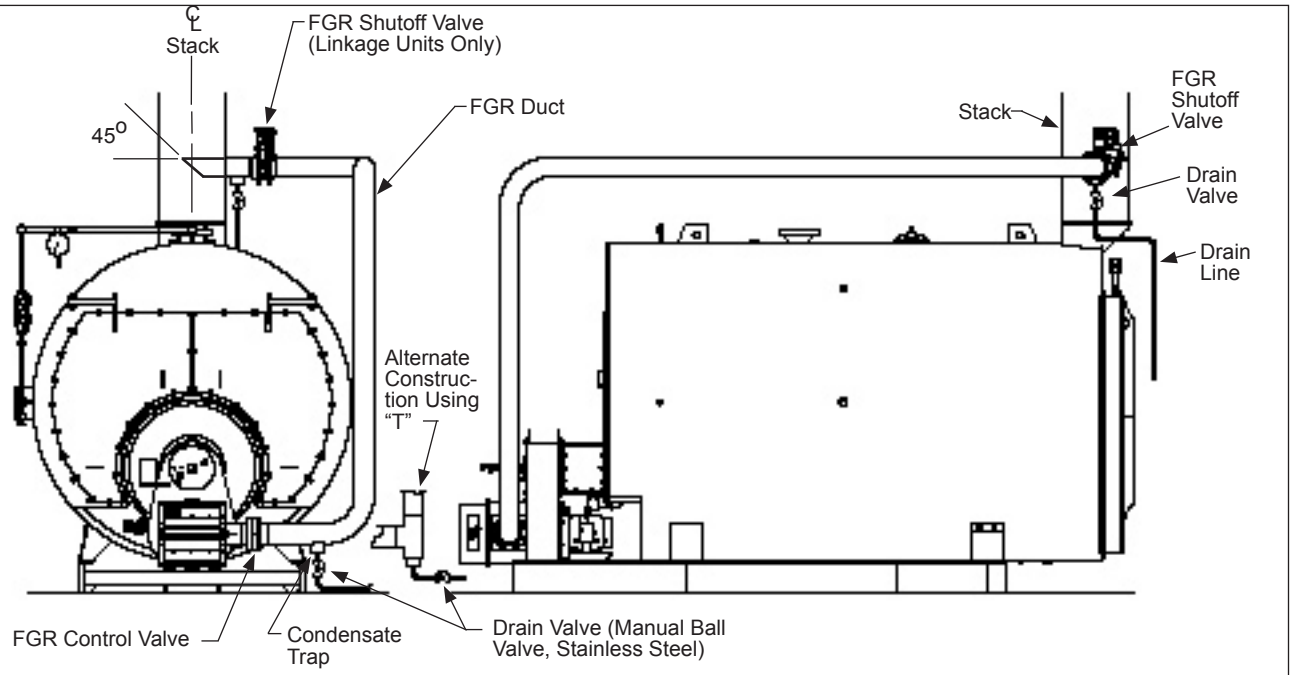

Figure C-12
For example, consider the arrangement shown in Figure C-12. There will be three 90 degree elbows (close radius) and 22 feet of straight pipe. If 8” pipe is used, then the total length will be:
a. Normally the duct would connect to the stack as shown in Figure C-12, with a 45 degree cut facing the flue gas flow and with the center of the cut centered in the stack. The duct could be made to the smoke box, but must still be located with the same 45 degree cut facing the flue gas flow stream and with the center of the cut in the center of the stream.